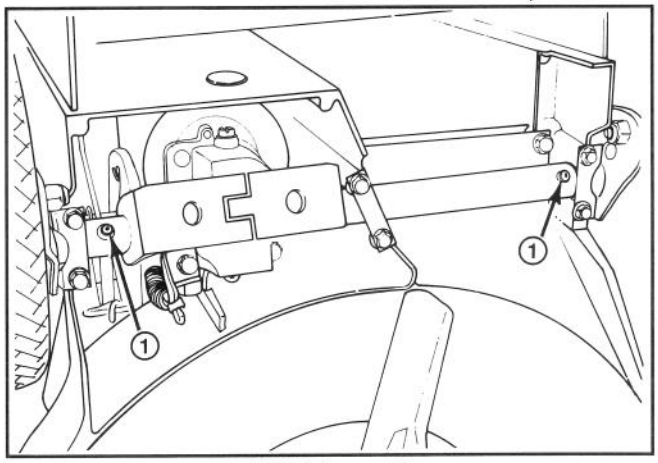

Abbildung 27
3. Den Mäher auf die höchste Schnitthöhe einstellen (E).
4. Den Mäher nach links kippen. Alle Schmiernippel mit einem Lappen sauberwischen (Abb. 27). Eine Fettpresse ansetzen und in jeden Nippel zwei bis drei Hübe Mehrzweckfett #2 auf Lithiumbasis einpressen.